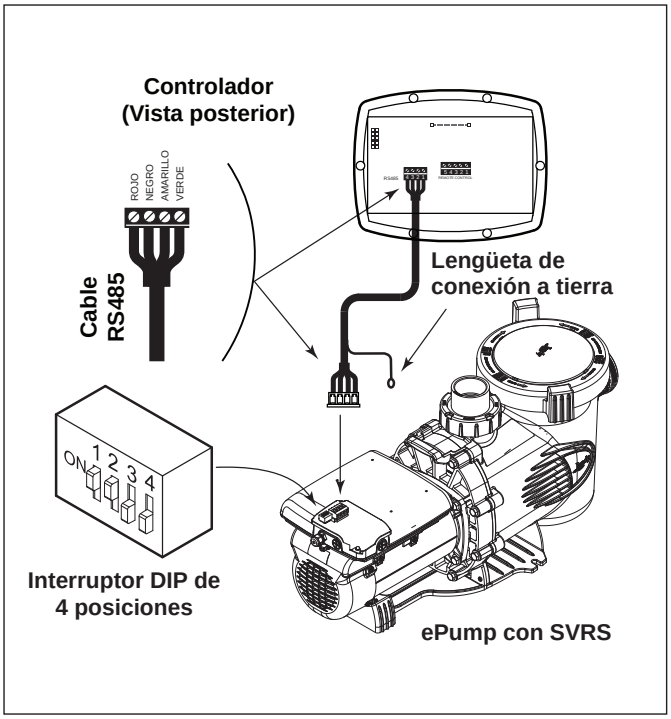

Figura 4. Cableado del controlador (JEP-R) de la ePump con SVRS a la ePump
4. Inserte los cuatro (4) cables del cable RS-485 al conector RS-485. Haga coincidir los colores de los cables con las posiciones del conector de la siguiente manera: 1- rojo, 2- negro, 3- amarillo y 4- verde. Véase Figura 4.
6. Deslice los interruptores DIP 1 y 2 hacia arriba para que queden en la posición de encendido y los interruptores DIP 3 y 4 hacia abajo, para que queden en la posición apagado. Véase Figura 4.